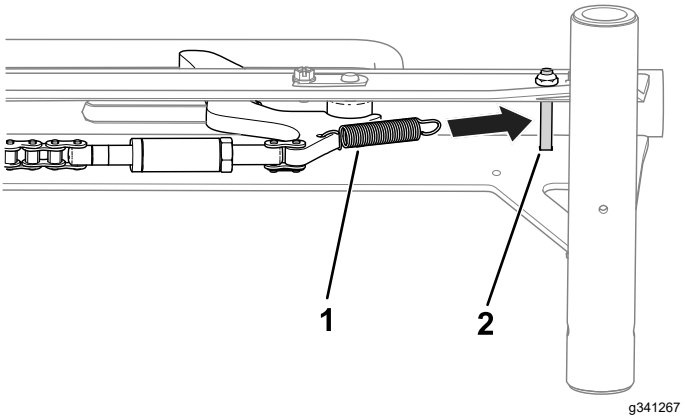

Figur 5
7. Anslut fjädern till hjulstoppet och skruven i skenenheten (Figur 5).